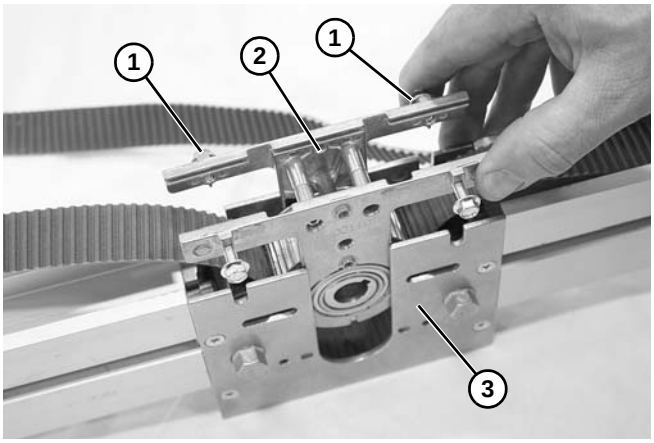

Figure 37
a. **Non-Drive Side:** Loosen hex flange screws **(Figure 37, item 1)**. While pressing in on hex flange screws lift mid drive cartridge **(Figure 37, item 2)** from mid drive assembly **(Figure 37, item 3)**.